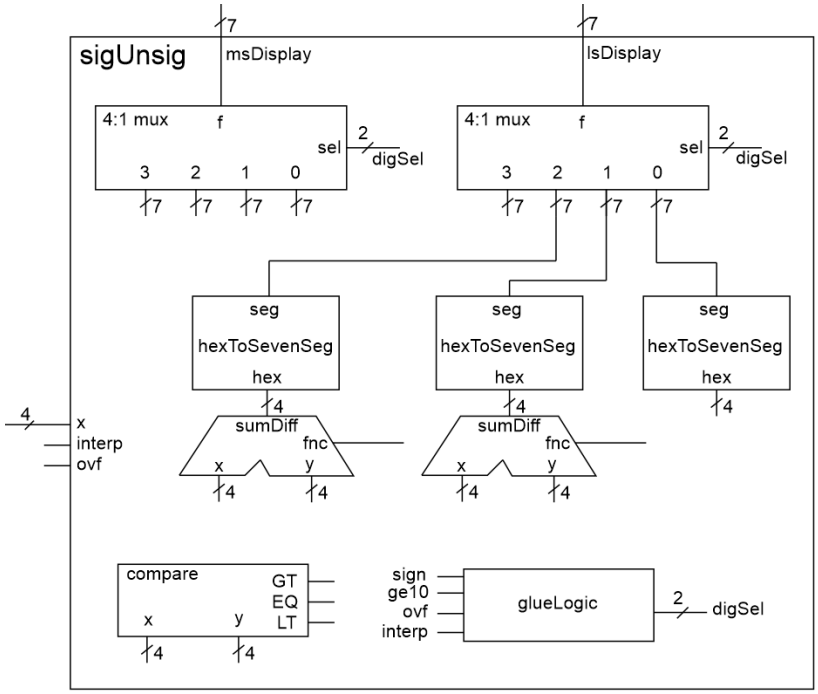

Figure 6.4: The internal architecture of the signUnsig module.
Listing 6.2: Logic that determines the output of the 4:1 muxes in Figure 6.4.
Now we are ready to put the pieces of the `sigUnsig` module together. The building blocks in Figure 6.4 are captured in the organization described by Listing 6.2, along with some extra hardware.
Complete Figure 6.4 by adding the following:
All that remains is to define the contents of the `glueLogic` box in Figure 6.4.
Now, complete the truth table in Table 6.3 for the `glueLogic` box in Figure 6.4.
- Complete Figure 6.4, including: